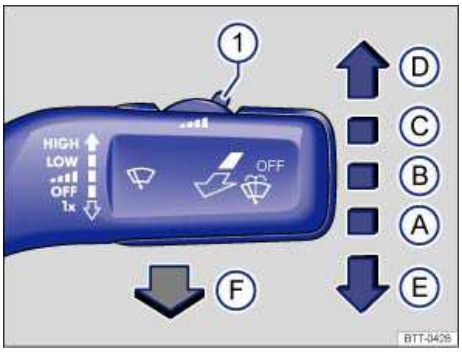

Fig. 84 Operating the front windshield wiper.
- Press the windshield wiper lever down briefly ⇒ fig. 84 (E) when the ignition is off.
Carefully fold the wiper arms back onto the windshield before driving! Switch the ignition on and press the windshield wiper lever down briefly ⇒ fig. 84 (E). The wiper arms move back to their original position.